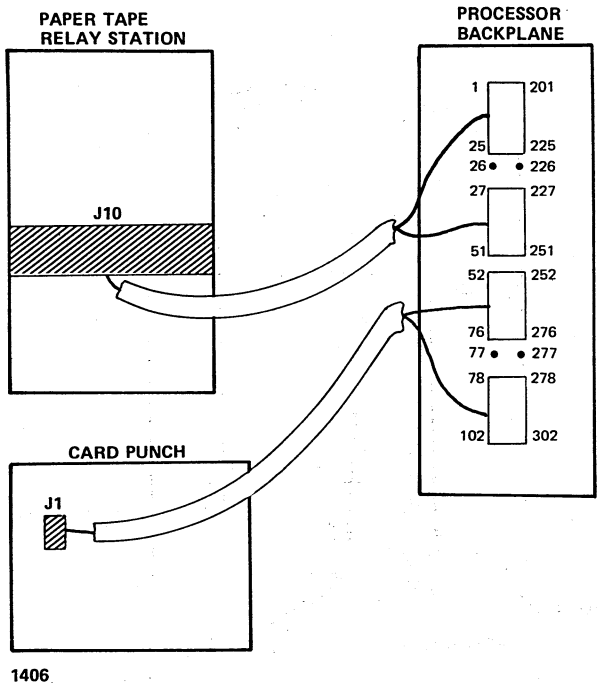

Figure 26-5. Controller Backplane Pin Assignments
1. Connect the interface cable between the processor backplane and the paper tape relay station located in the vertical cabinet. Ensure that the backplane pins correspond to the connector pin numbers. Refer to the connector detail in figure 26-5.
4. Connect the interface cable from the processor backplane to the card punch. Ensure that the backplane pins correspond to the connector pin numbers as shown in figure 26-5.